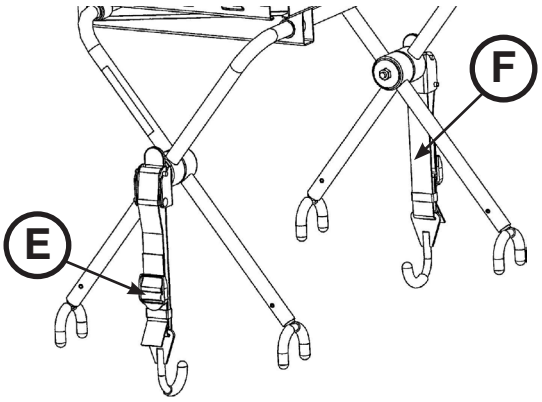

Figur 59
- Hvis defibrillatorplatformen ikke er sikkert fastgjort til båren, når begge låsekroge er i indgreb, eller hvis låsekrogene ikke kan fastgøres rundt om bårelejets ramme, skal man frigøre tappen (E), løsne eller stramme remmen (F), indtil der opnås korrekt justering, og derefter skubbe tappen (E) op, til den låser på plads med et hørligt klik (Figur 59).